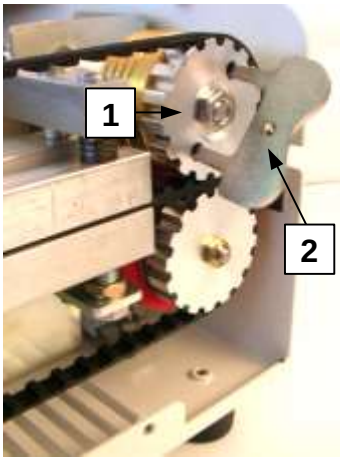

fig.4.2
- Inserire la leva reverse (n.2-fig.4.2), fornita in dotazione con la macchina, negli appositi fori della puleggia motrice superiore (n.1-fig.4.2): vedere fig.4.2.
- **In senso antiorario ruotare manualmente, lentamente e senza strappi la leva reverse (n.2-fig.4.2) fino a che la busta non è completamente disimpegnata dalla zona della ruota pressione**.